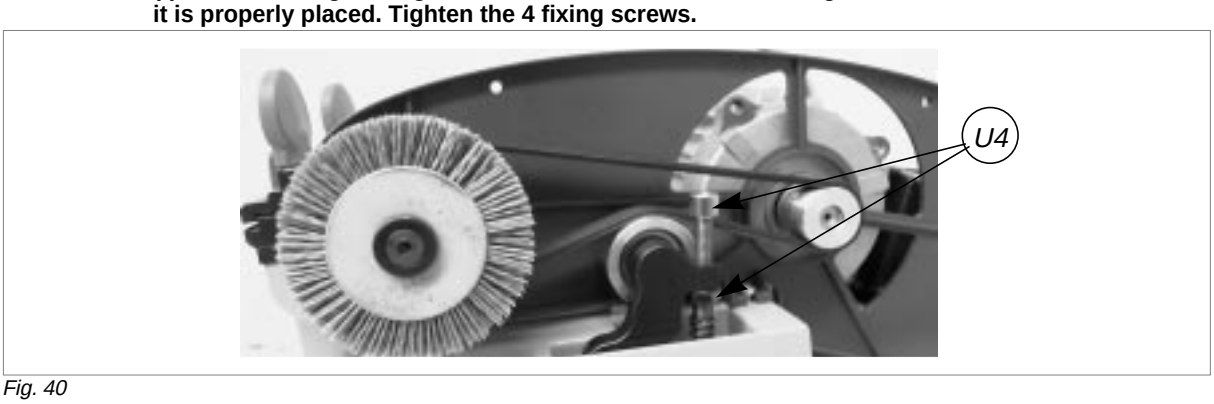

Fig. 40
- screw the screw/nut (U4) until the belt is properly tightened (fig.40).
11) Loosen the grub screw/nut (U4) (fig.40) in order to lower the belt tightening pulley and pull the belt off the motor pulley.
17) Tighten the grub screw/nut (U4) until the belt is properly tightened (fig. 40, page 28).